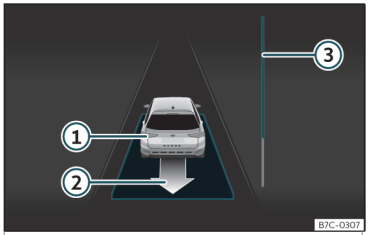

Fig. 182 Pe afișajul panoului de instrumente: ieșirea dintr-un loc de parcare laterală.
• Mergeți în marșarier până când se activează semnalul continuu ParkPilot; **SAU:**: mergeți în marșarier până când pe afișajul panoului de instrumente apare indicația de deplasare înainte. Bara de progres››› **fig. 182** ③ indică distanța care trebuie parcursă ››› **pagina 270**.